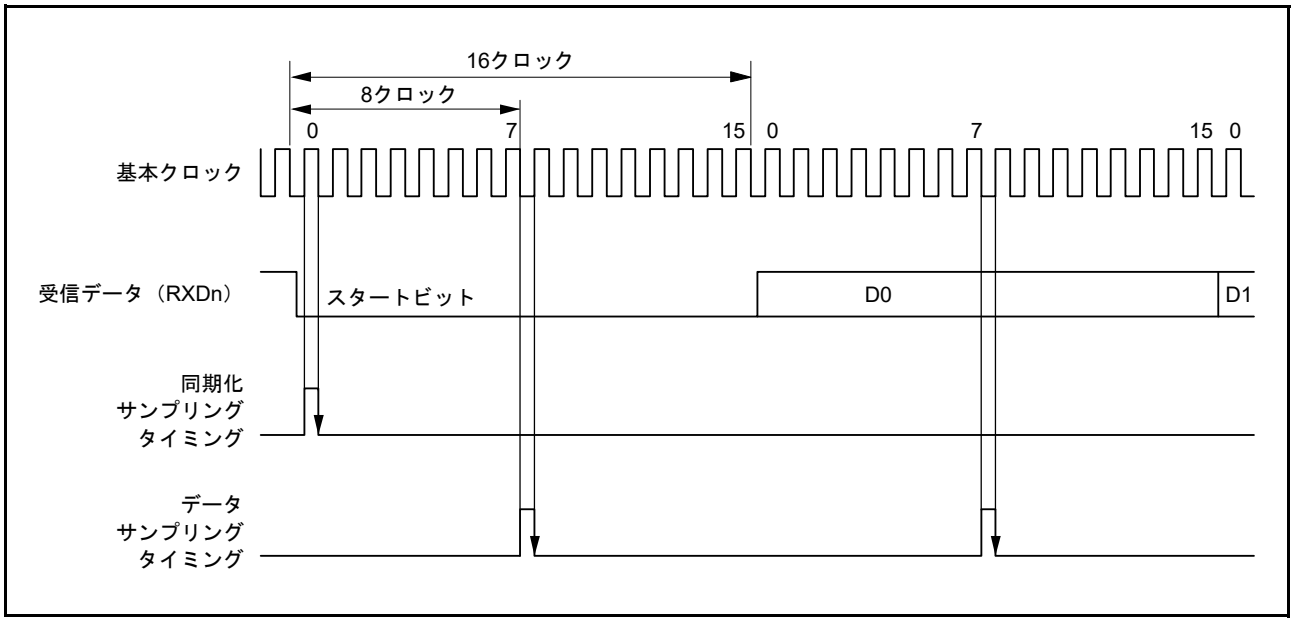

図 32.7 調歩同期式モードの受信データサンプリングタイミング
受信時はスタートビットの立ち下がりを基本クロックでサンプリングして内部を同期化します。また、図 32.7 に示すように受信データを基本クロックの 8 サイクル目 (注 1) の立ち上がりエッジでサンプリングすることで、各ビットの中央でデータを取り込みます。したがって、調歩同期式モードでの受信マージンは式 (1) のように表わすことができます。